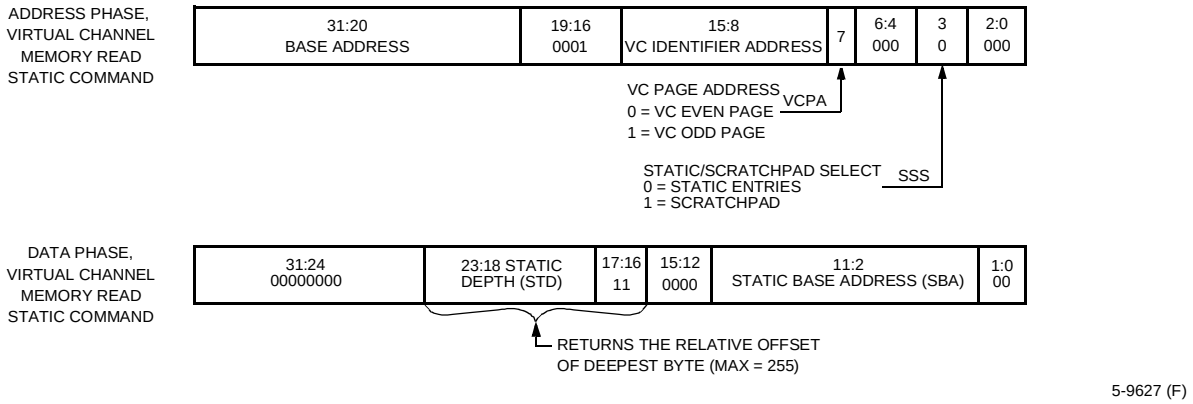

Figure 40. PCI Programming—Read Virtual Channel Static Command
- A READ STATIC is presented as a PCI memory read command (see Figure 40 on page 139).